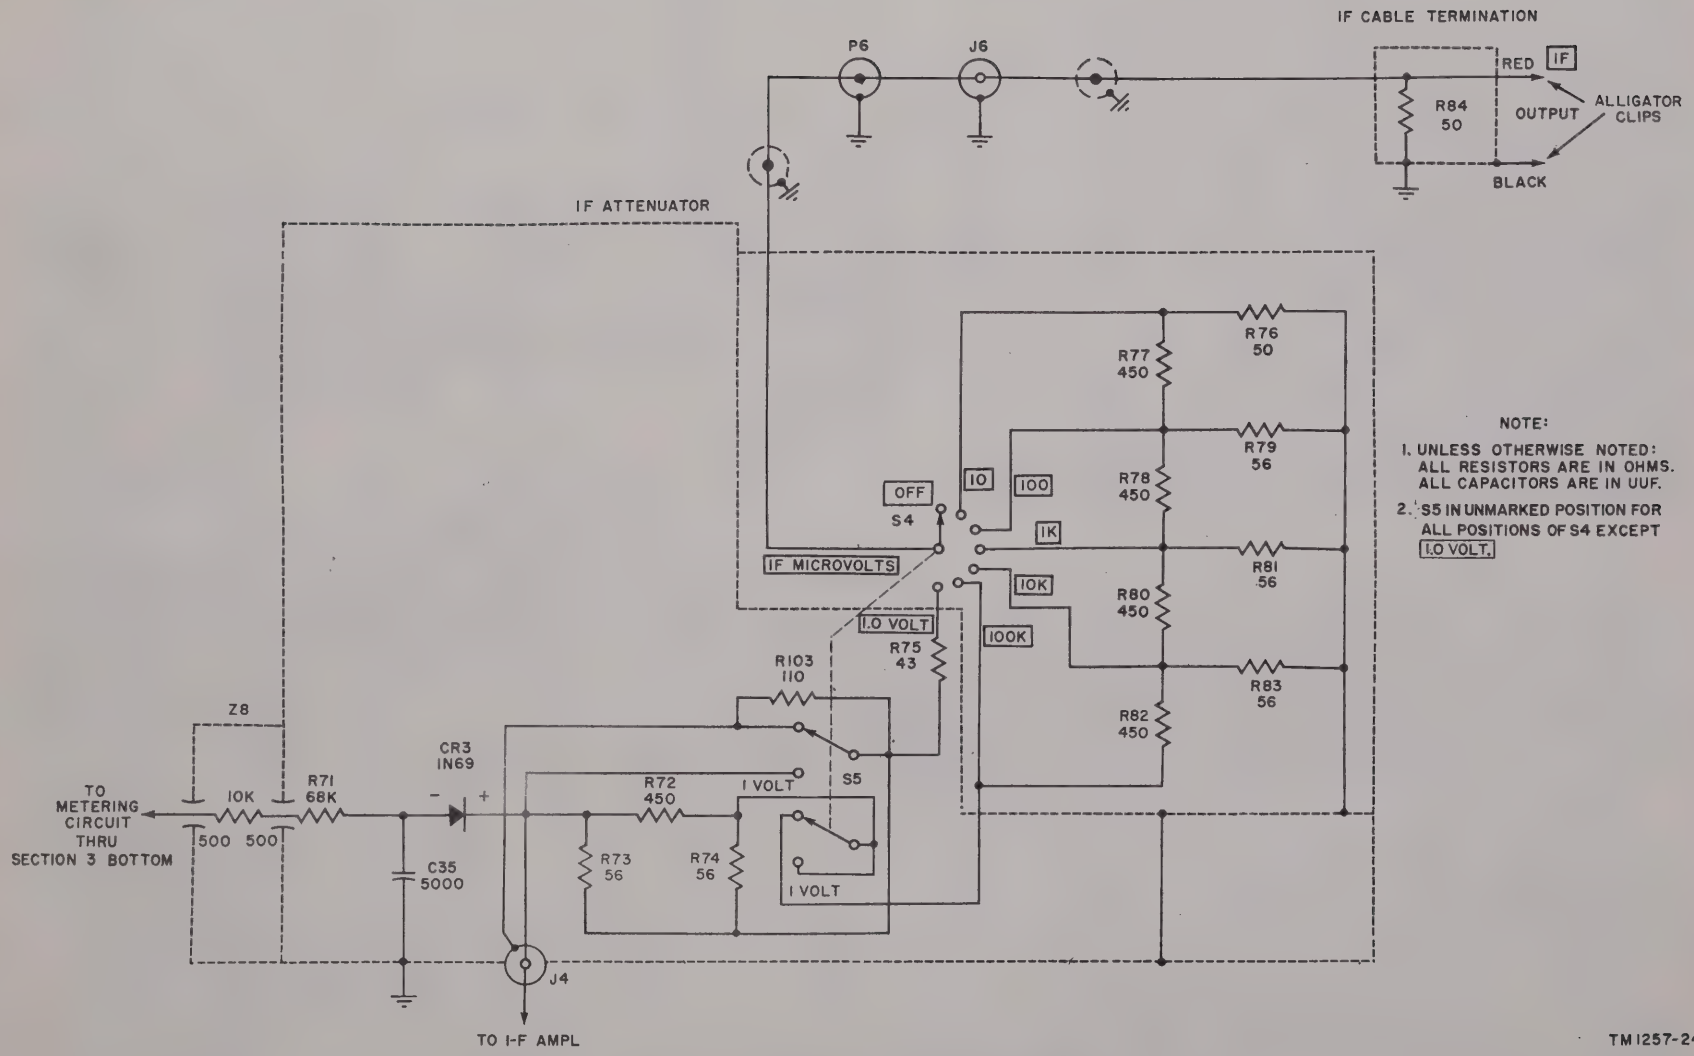

Figure 27. I-f attenuator simplified schematic.
(fig. 27)
a. A simplified schematic diagram of the i-f attenuator is shown in figure 27. Any voltage supplied by the i-f output stage passes through the i-f attenuator before reaching the i-f output cable. The attenuator is made up of two switches and a resistor pad which allows 20-db (voltage ratio of 10 to 1) attenuation steps between the contacts in each position of the IF MICROVOLTS switch. The purpose of the pad and switch S4 is to attenuate the input signal and provide a constant impedance to the output cable. The pad consists of resistors R76 through R83. When the IF MICROVOLTS switch is turned to the 1.0 VOLT position, switch S5, which is operated by a cam on S4, allows the direct output of 1 volt from the i-f amplifier stage to be supplied to the i-f output cable. Resistors R75 and R103 are switched into the attenuator output circuit in the 1.0 VOLT position to maintain the necessary output impedance.